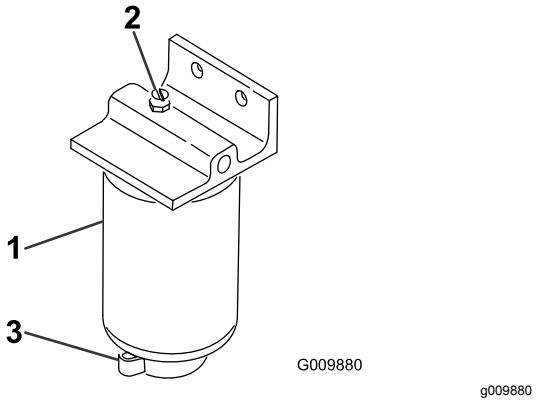

Figur 65
2. Løsn aftapningsventilen i bunden af filterskålen (Figur 65).
1. Rengør området, hvor filterskålen monteres (Figur 65).